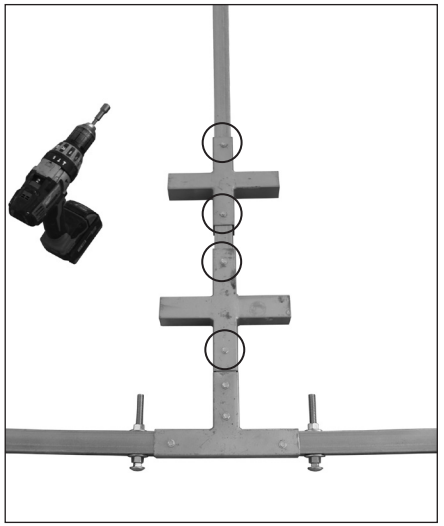

FIG. 4
4. Using the diagram to the right and in the Quick Start section, space each connector on the tube and secure using two (2) Tek screws (Fig. 4).